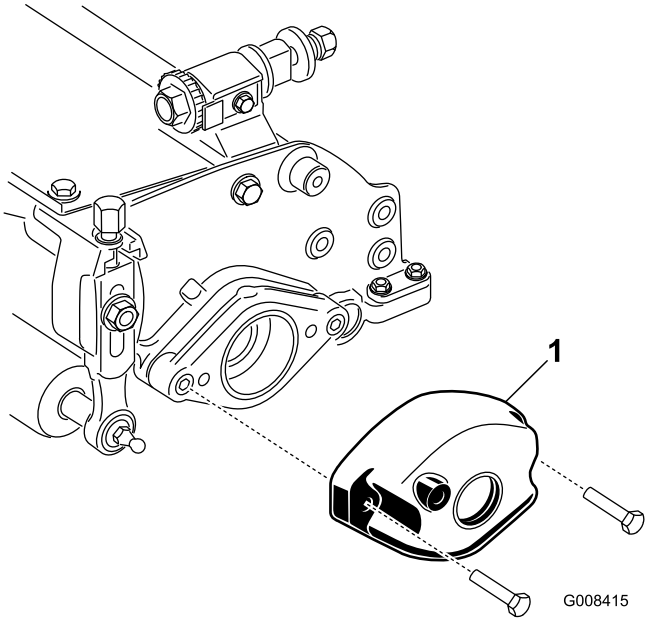

Figuur 2
5. Verwijder de 2 bouten en 2 moeren waarmee het contragewicht aan het linker uiteinde van het maaidek is bevestigd en verwijder het contragewicht (Figuur 2).